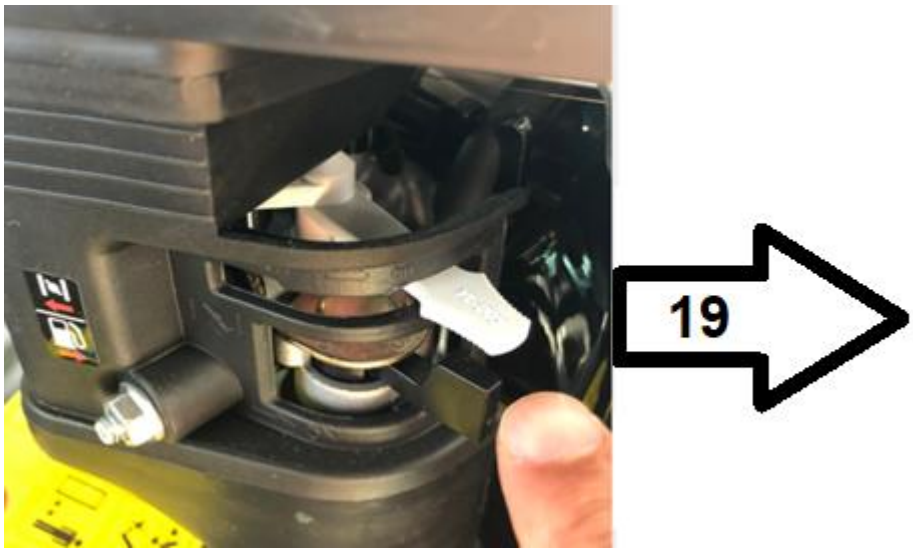

Rys. 10
7. Dźwignię ssania (Rys. 10, poz. 19) przesuń maksymalnie w prawo na pozycję „PRACA”